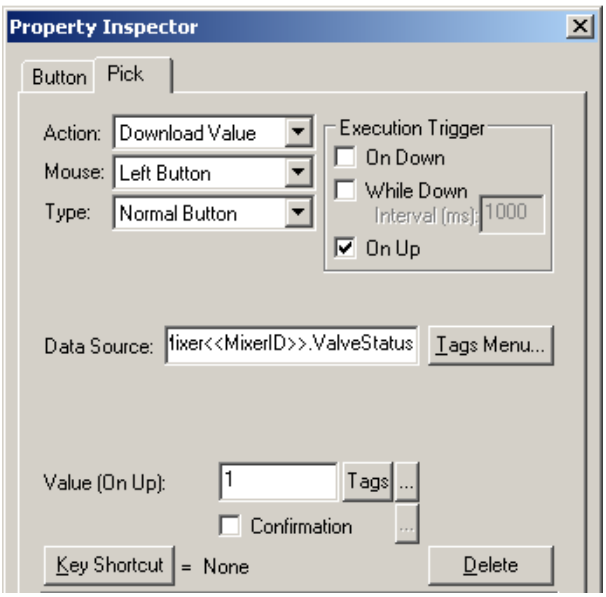

Figure L4.5 - Property Inspector: Download Value
30. Your Property Inspector should look similar to Figure L4.5.